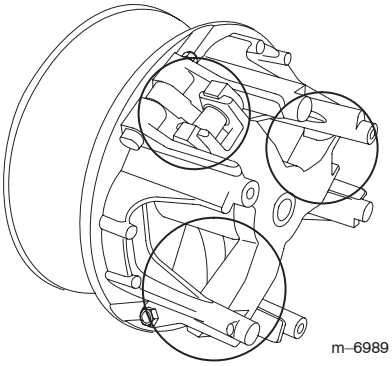

Figur 41
5. Smörj de rörliga delarna i de inringade områdena enligt figur 41 med torrt sprayfett från Toro, tillgängligt från din auktoriserade Toro-återförsäljare eller distributör.